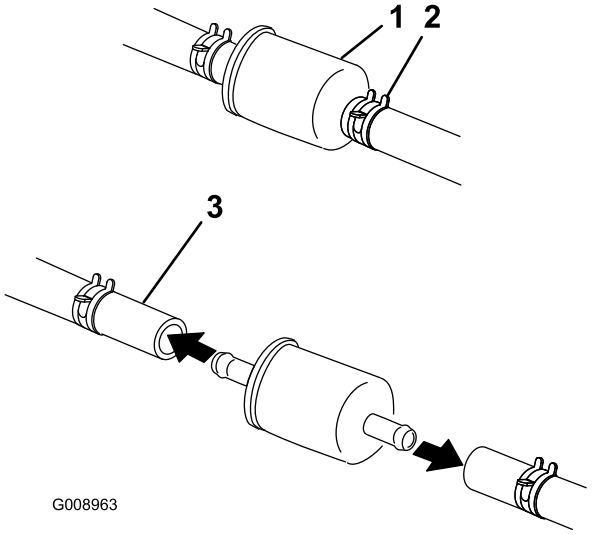

Figur 52
6. Klem slangeklemmernes ender sammen, og skub dem væk fra filteret (Figur 52).
8. Monter et nyt filter, og flyt slangeklemmerne hen til filteret (Figur 52).